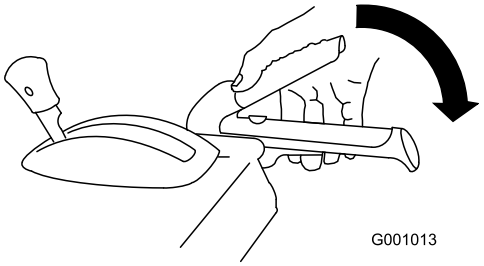

Figur 39
2. Aktiver spiralblads-viftehjulsdrivverket, og hold det på plass (Figur 39).